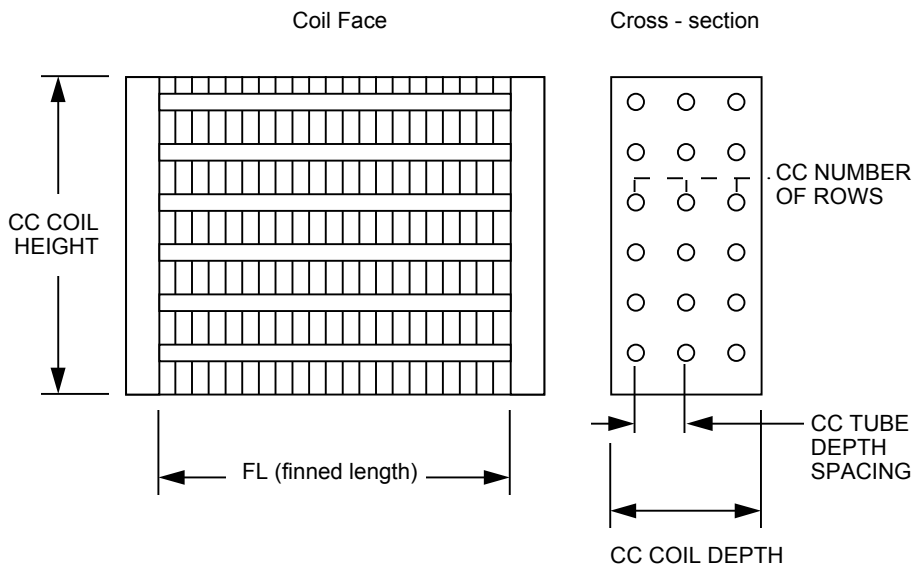

Figure 27. Geometry of a Cooling Coil (CC)
The distance (m) from the front of the coil to the back of the coil in the airflow direction. Also called the fin depth. Illustrated in the figure (Figure 27. Geometry of a Cooling Coil (CC)).